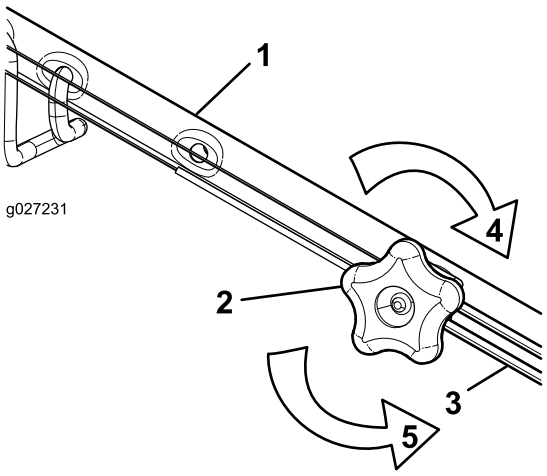

Figur 27
1. Vrid justeringsvredet moturs för att lossa kabeljusteringen (Figur 27).
2. Justera kabelspänningen (Figur 27) genom att dra den tillbaka eller trycka den framåt och sedan hålla den i det läget.